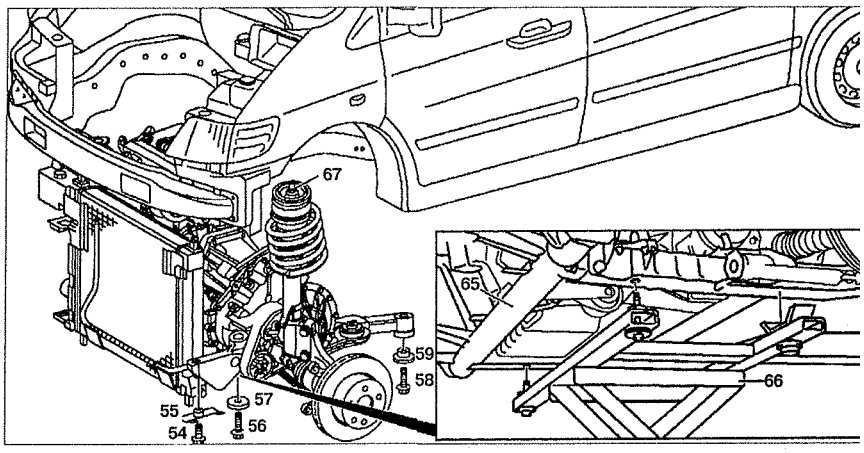

Рис. 4.4. Снятие двигателя:
21. Открутите крепление амортизаторных стоек **67** (см.рис.4.4).
32. Установите домкрат **66** под подрамник **65** двигателя (см.рис.4.4).